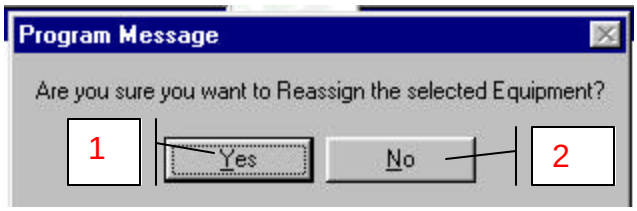

Figure 3-21. HRH Reassign Equipment Program Message
i. Click the "Reassign Equipment" button (3), and a Program Message (Figure 3-21) will appear.
j. Click the Yes button (1, Figure 3-21) to reassign the equipment, or click the No button (2) to cancel the process.